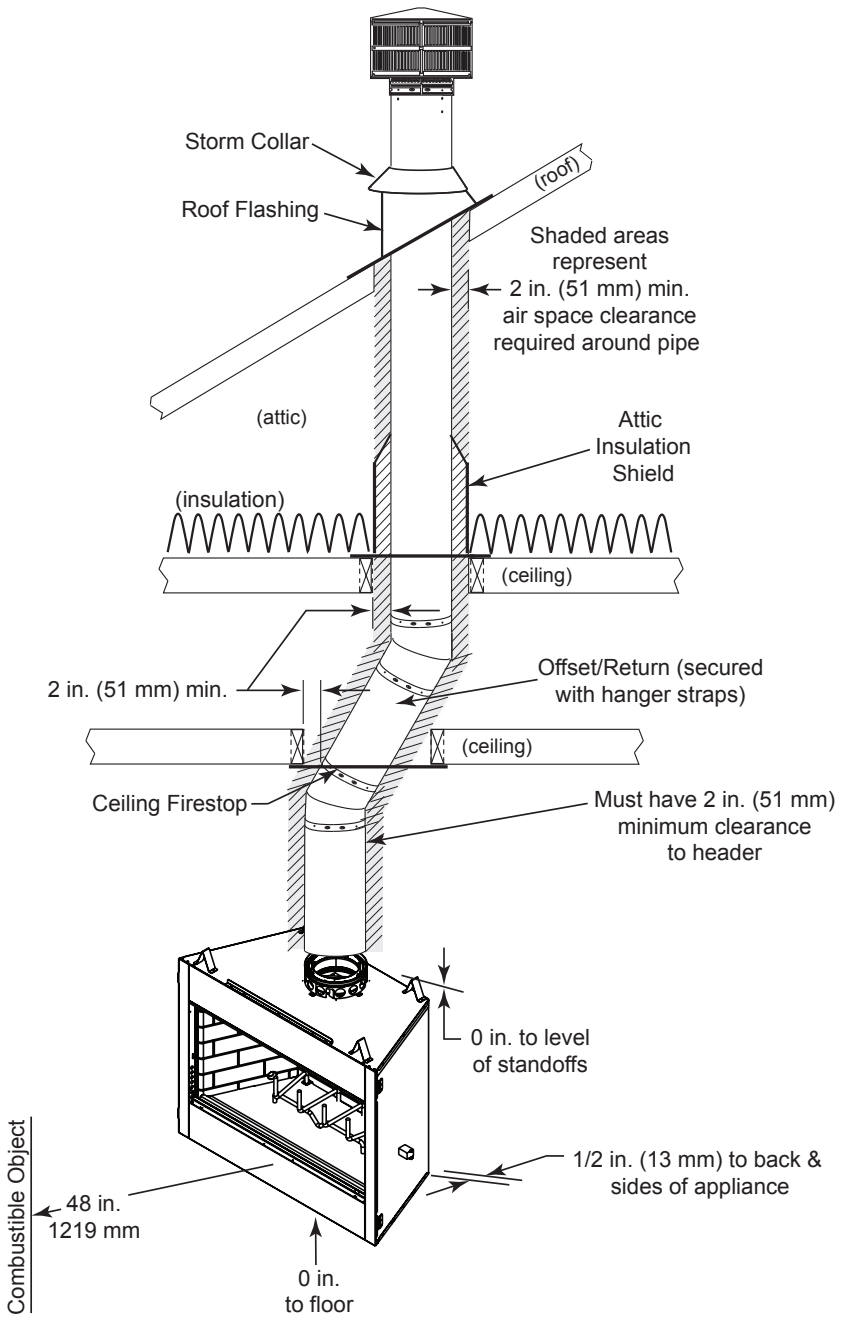

Figure 6.2 Clearances to Combustible Materials
- **Freestanding Installations (see Figure 6.2)**
WARNING! Risk of Fire! *You must comply with all minimum air space clearances to combustibles as specified in Figure 6.2.* ***DO NOT*** *pack required air spaces with insulation or other materials.*